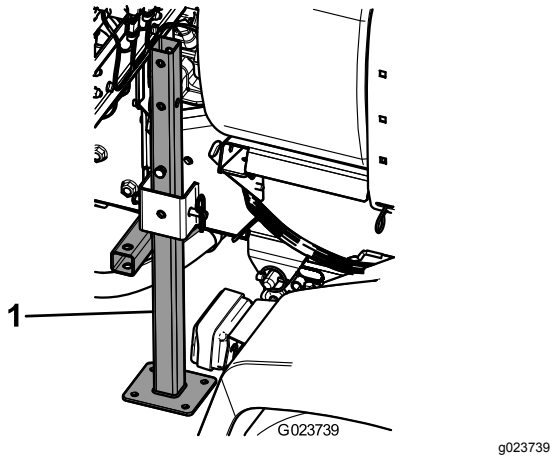

Figur 29
3. Skjut in de bakre domkrafterna nedifrån, upp genom ramen, och nära de bakre fästpunkterna (Figur 29).